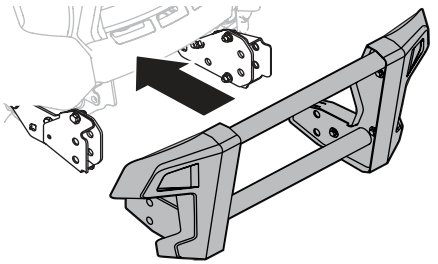

Fig. 16
1. Alignez le grillage de protection avec les attaches FastAttach^{MC} installées à l'étape 1 et faites insérer le grillage dans les attaches (Fig. 16).